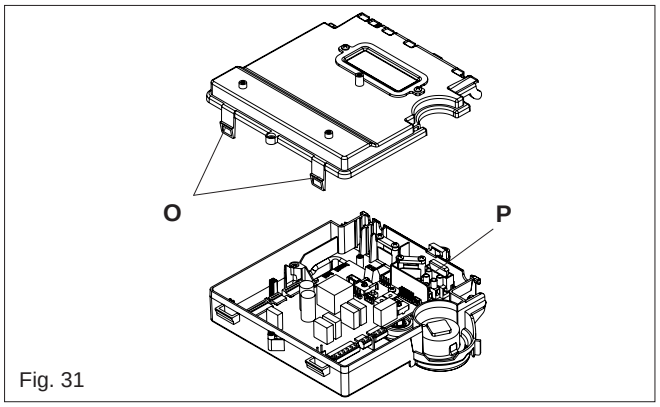

Fig. 31
6.11 PRINTED CIRCUIT BOARD (fig. 31)